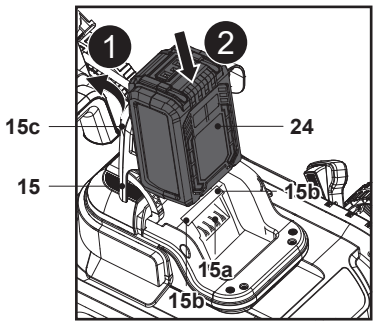

**Fig. 8**
2. Lift the magnetic lid (15c) and open the battery compartment cover (15) (Fig. 8, step 1).
3. Align the battery pack (24) with the two sliding slots (15b) and slide the battery pack (24) in to attach it (Fig. 8, step 2).
4. Make sure that the electrical contacts (15a) are fully inserted into the battery pack (24) and that it snaps in place with a click.
5. The battery pack (24) can only be installed in one direction.
6. Carefully close the battery compartment cover (15).